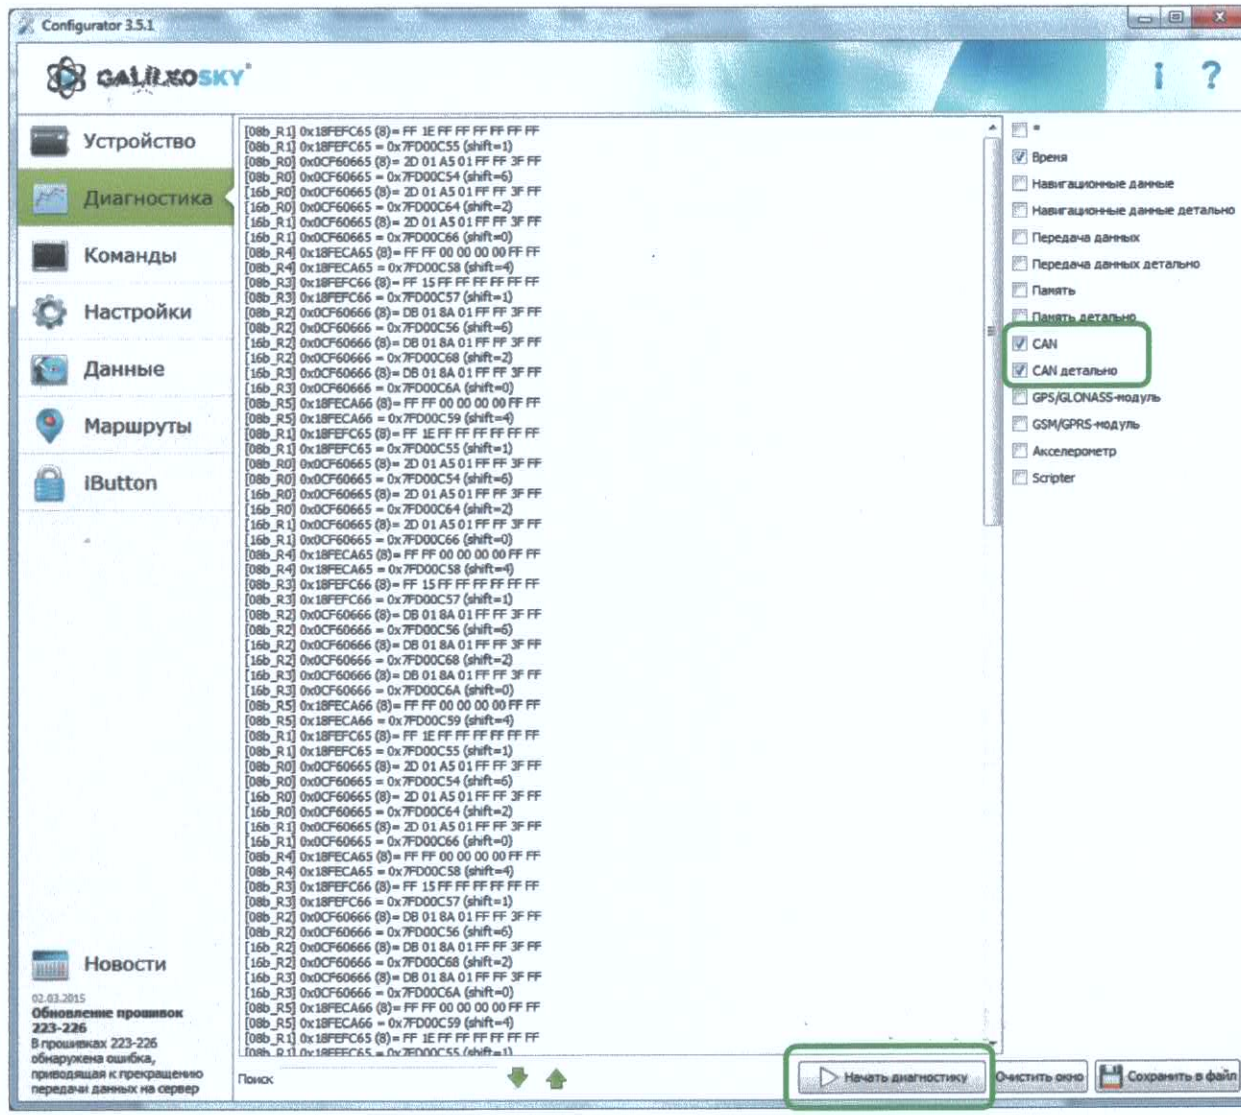

Рисунок 4
4.1.5. Чтобы убедиться в правильности проведённых настроек, необходимо на вкладке «Диагностика» установить галочки напротив проверяемых параметров и нажать кнопку «Начать диагностику» В поле диагностики должны появиться передаваемые параметры. (Рис. 4):